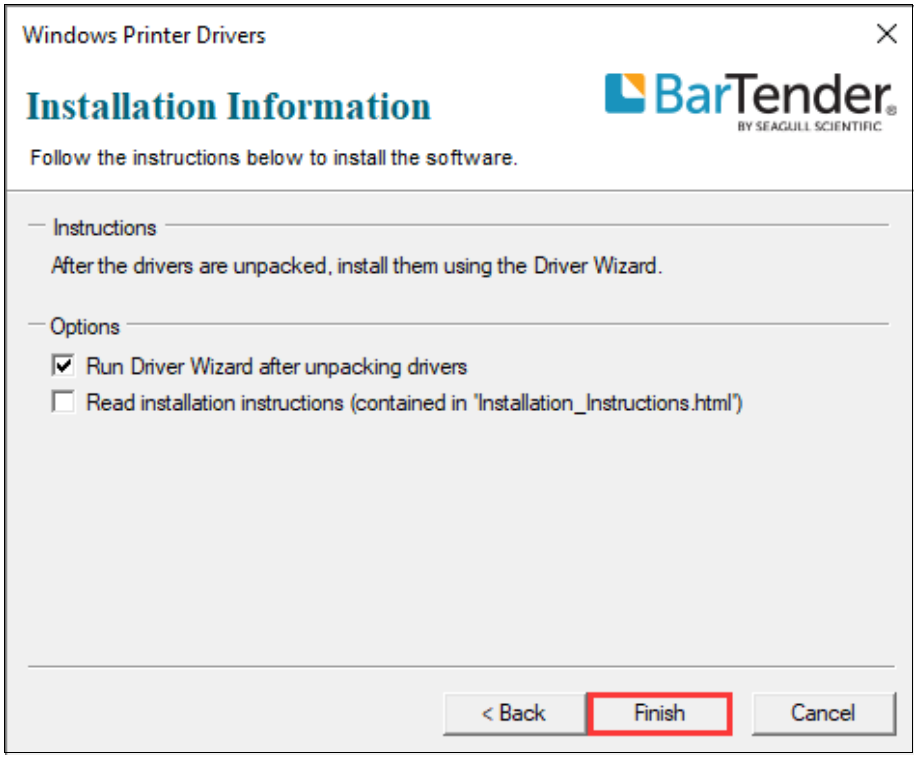

Figure 2-43 Installation Information Screen
7. On the "Add Port" screen, enter the IP Address of the printer (Note: the IP address here must be consistent with the IP address of the printer that has been set, and the port name will be generated automatically), and then click "Next", as shown in Figure 2-43.